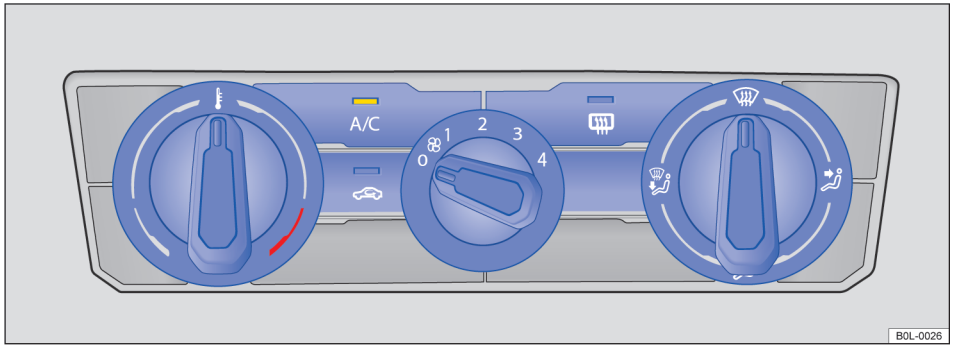

图 74 中控台上部：半自动空调系统操作机构
– 转动左侧温度调节器 →图 74。
– 转动中间鼓风机调节旋钮 →图 74。
– 将右侧气流分配调节器转动到位置 → 图 74。
– 将气流分配调节器 →图 74 旋至位置 。
– 将鼓风机调节旋钮 →图 74 旋至 3 档。如发动机已达到最佳工作温度，可适度降低鼓风机转速。
– 将温度调节旋钮 →图 74 右旋到止位。
– 按需要，调节温度调节旋钮 →图 74，设定合适温度。
– 将鼓风机转速调节旋钮 →图 74 旋至 2 或 3 档。
– 将空气分配旋钮 →图 74 旋至 档。